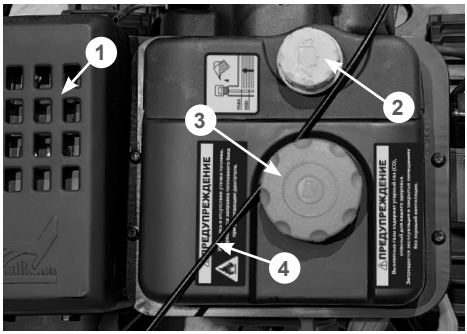

Рис. 24 Расположение троса управления дефлектором жёлоба
- проложите трос управления дефлектором жёлоба так, чтобы при повороте жёлоба в обе стороны трос не касался глушителя и не цеплялся за элементы двигателя, препятствуя повороту жёлоба. Рекомендуется пропустить трос над топливным баком между крышкой топливного бака и крышкой-щупом верхней маслозаливной горловины, как показано на Рис. 24.